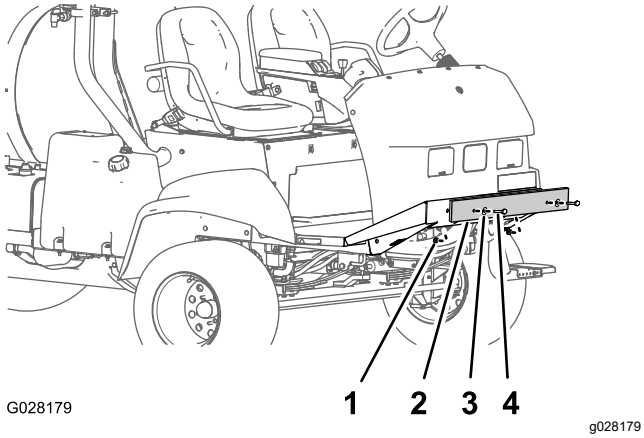

Bild 9
1. Entfernen Sie die Schrauben, Scheiben und Muttern, mit denen die Versandstoßstange an der vorderen Chassisplatte befestigt ist (Bild 9).
2. Entfernen Sie die Versandstoßstange von der Maschine (Bild 9).